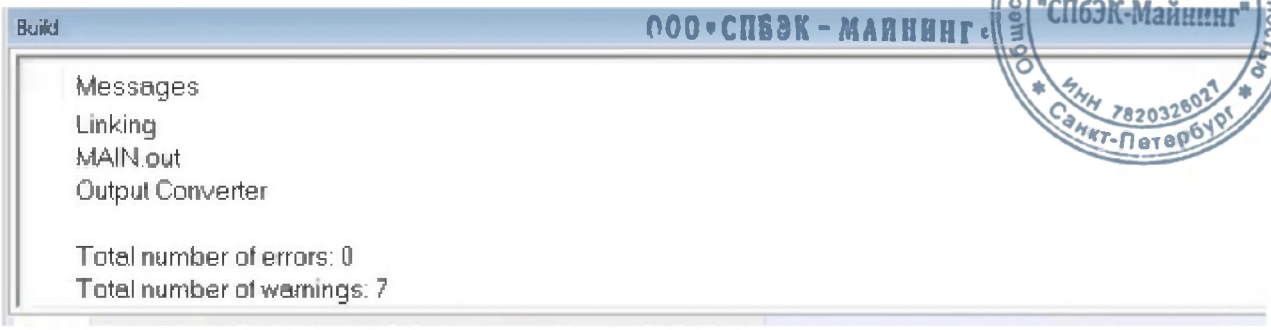

Рисунок 21
4.4.4 При успешной компиляции и сборке проекта в нижней части окна «Build» появится сообщение об успешной компиляции (Рисунок 21).